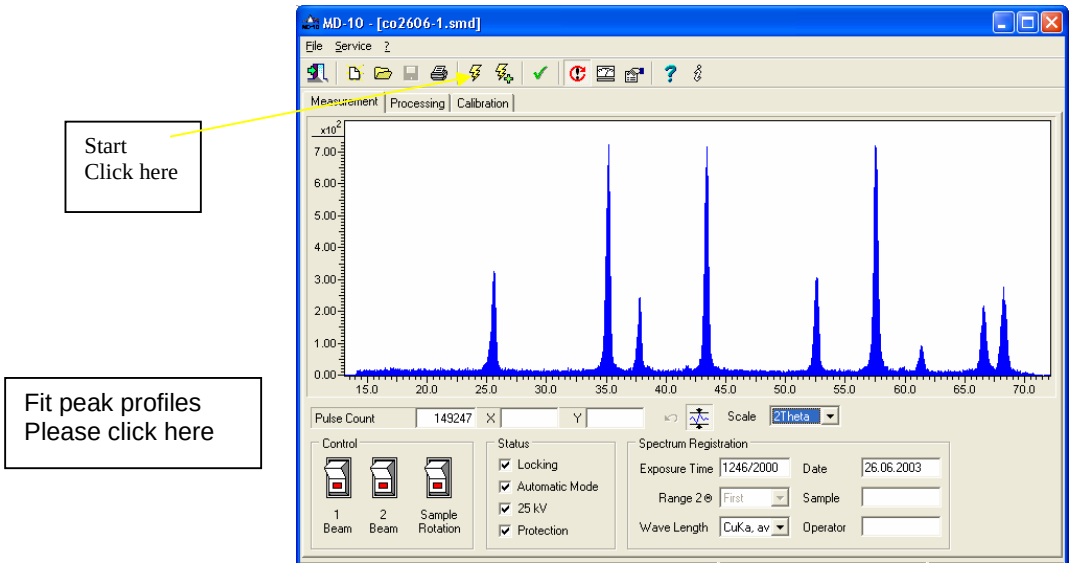

Fig. 6 MD-10 Diffractometer Main Window – Measurement page.
7. Move the switch of the "X-RAY Tube Status" to the position "25 kV". Wait for 10~20 minutes until the "25 kV" **green LED light** becomes stable (Fig. 6), then Push the "PC-Control " button ON (Fig. 5) , then, click and open "MD-10" software on Laptop.
8. "Measurement" Interface will appear as in Fig. 6. Please set an Exposure Time to 800 sec, a measurement Range to "First" , and scale (scale type) to " 2 theta", and always keep Wavelength on Cu-Ka.